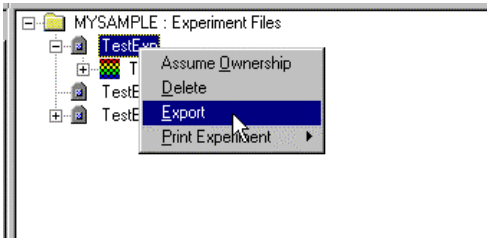

Figure A.52
28. In the right hand pane, select **TestExp** and right-click to select **Export,** or go to the menu bar and select **Process →Export** after selecting the **TestExp** **(Figure A.52)**.